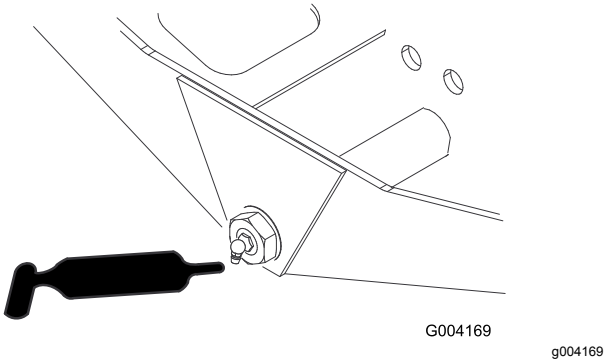

Figuur 69
- Draaipunt van asbesturing (1) (Figuur 69)